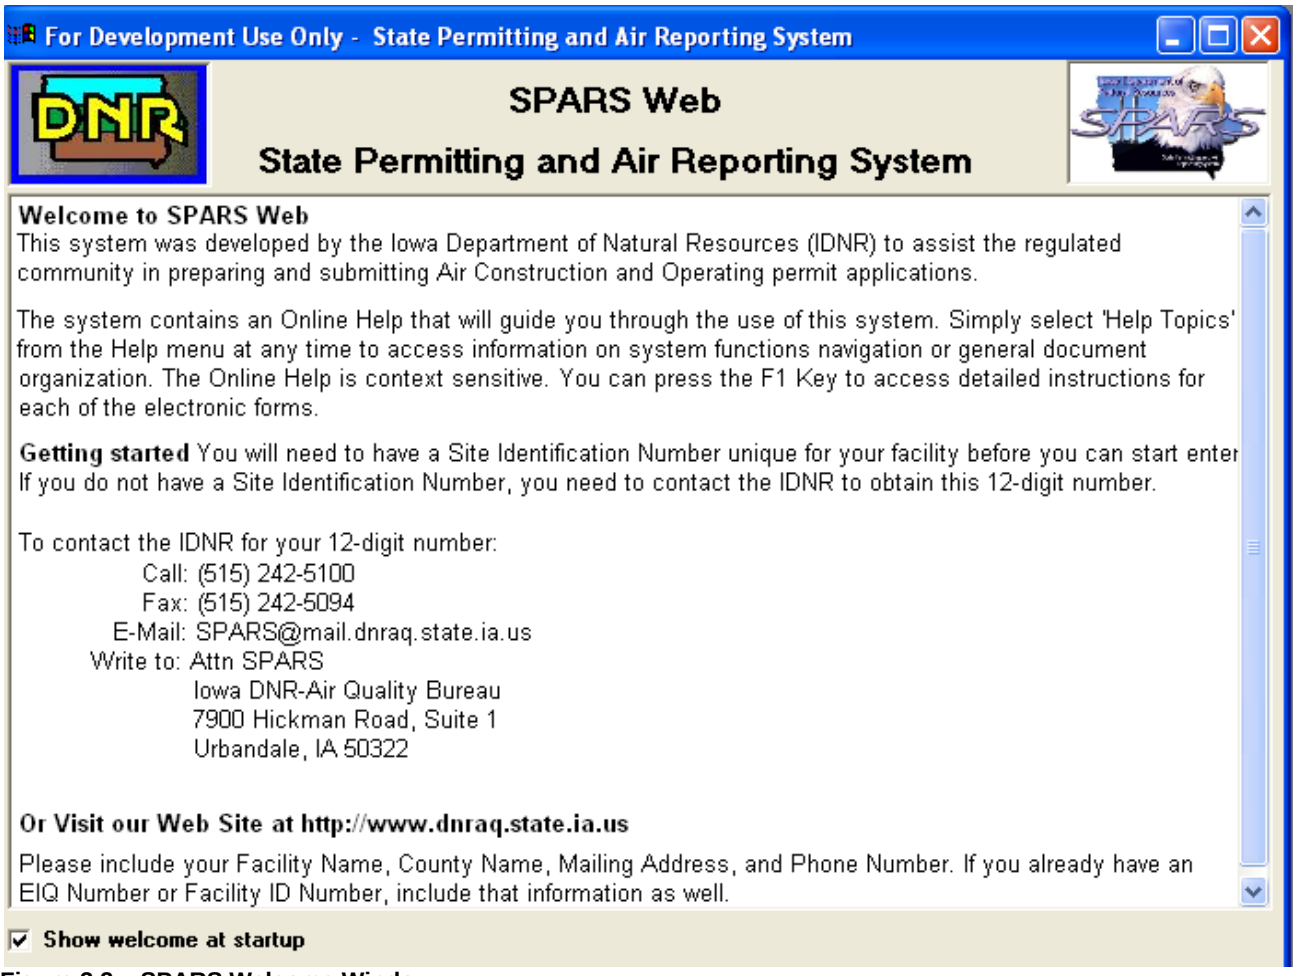

Figure 3.2 – SPARS Welcome Window
2. After logging in, the SPARS Welcome Window opens. Close this window by clicking on the **X** on the top right. (See Figure 3.2).